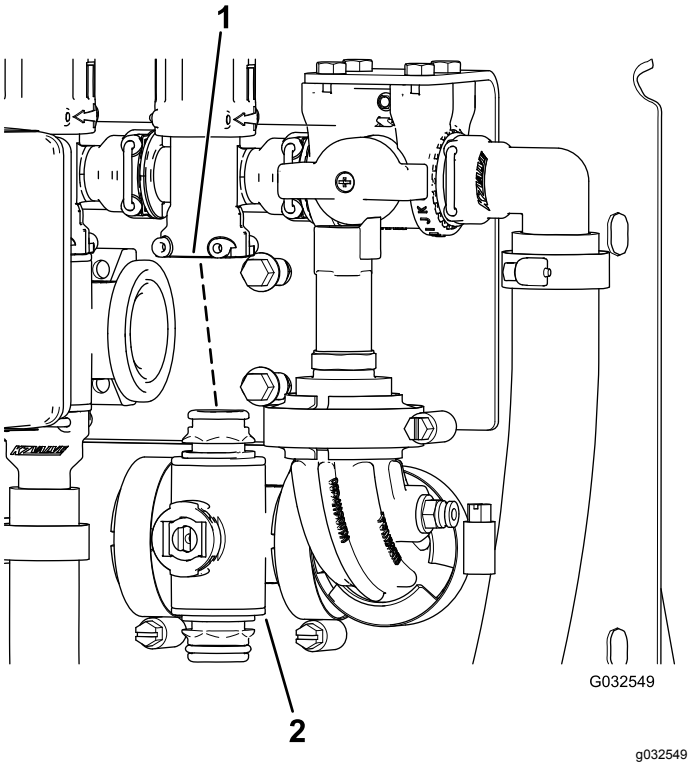

**Рисунок 110**
3. Снимите с машины коллектор клапана секции (Рисунок 110).